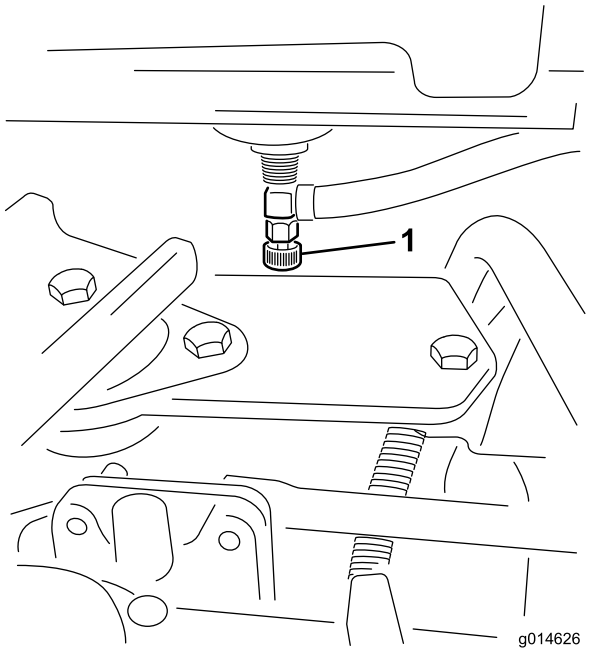

Figur 44
1. Luk brændstofafbryderventilen (Figur 44) under brændstoftanken.